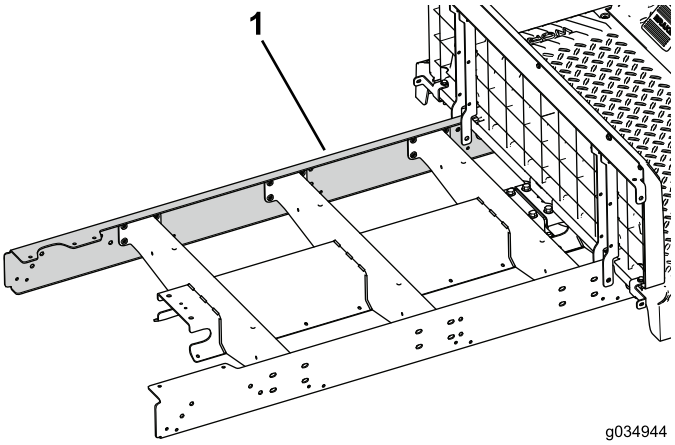

Figur 73
5. Montera förlängningsskenan löst på maskinens vänstra sida (Figur 73).